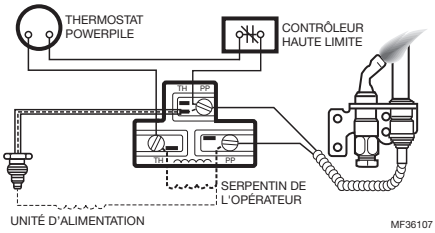

Fig. 6. Connexions de câblage typiques pour le régulateur de gaz avec opérateur à trois bornes.
3. Brancher les fils du thermostat comme illustré à la Fig. 6 ou 7.